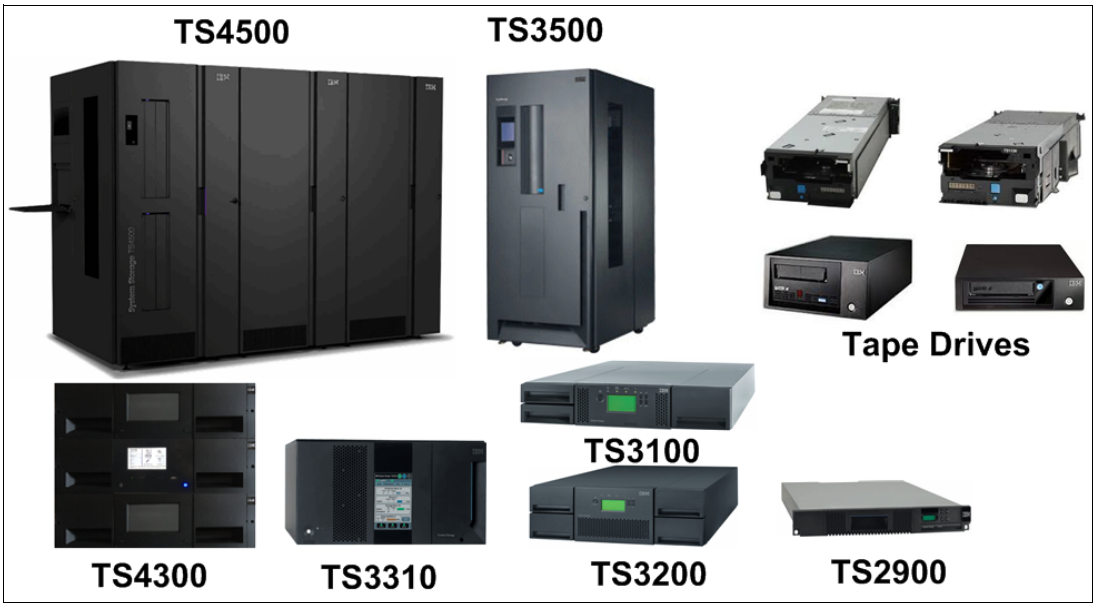

Figure 2-25 IBM tape libraries, tape autoloader, and tape drives
The IBM LTO Ultrium family of tape drives and libraries (as shown in Figure 2-25) consists of the product offerings that range from a stand-alone unit to a highly scalable, automated library.
The product offerings are all based on a common tape drive subassembly that is packaged in various robotic and stand-alone environments. As shown on the right side of Figure 2-25 on page 89, the following tape drives and libraries are available:
- The IBM TS3500 tape library is shown on the left side of Figure 2-25 on page 89. This tape library is a larger modular enterprise class library with the potential to house a maximum of 192 IBM LTO or IBM 3592 tape drives in as many as 16 frames. The library also can be ordered with a dual accessor model option to help increase mount performance and overall system reliability and availability.